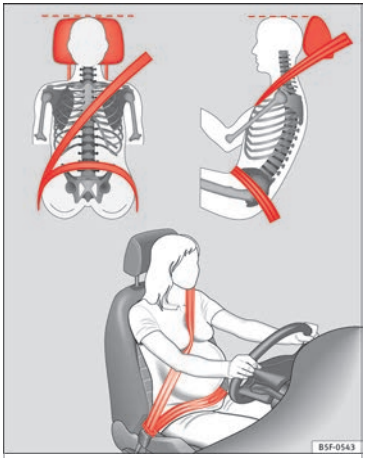

Fig. 10 Placing the seat belt in the shoulder and pelvis area for pregnant women.
- **The shoulder part of the seat belt must lie on the centre of the shoulder, never across the neck. The seat belt must lie flat and snugly on the torso ››› Fig. 10.**
- **The lap part of the seat belt must lie across the pelvis, never across the stomach. The seat belt must lie flat and snugly on the pelvis ››› Fig. 10. Pull the belt tight if necessary to take up any slack.**